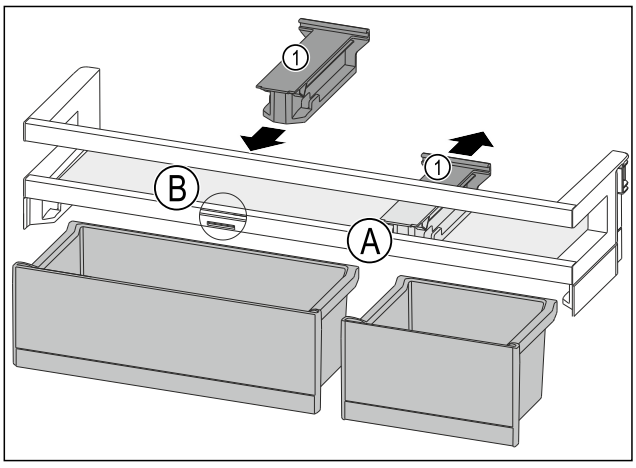

Fig. 135
- ▶ Bevestigingsdeel *Fig. 135 (1)* in positie *Fig. 135 (A)* naar achteren wegtrekken.
- ▶ Bevestigingsdeel *Fig. 135 (1)* in positie *Fig. 135 (B)* plaatsen.